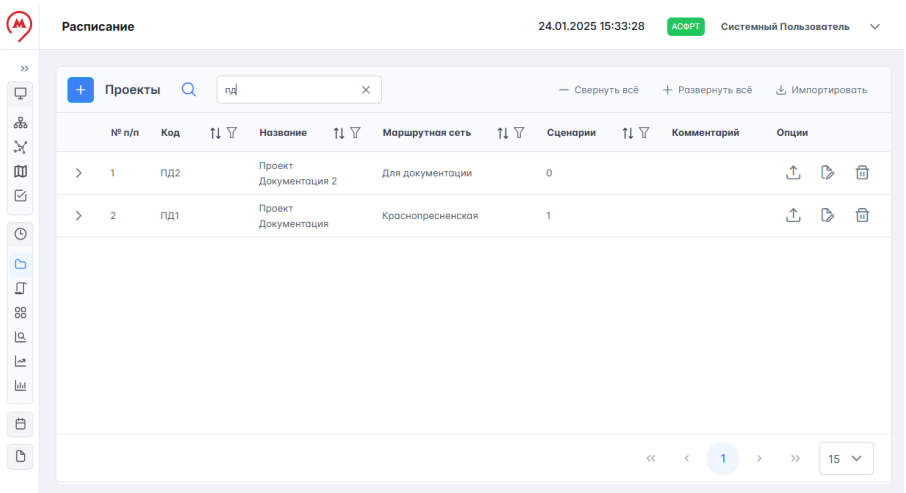

Рисунок 149 – Поиск на странице "Проекты"
Для выполнения поиска необходимо нажать на 🔍, справа от него отобразится поле поиска (рисунок 149), в котором необходимо ввести искомое значение. Записи проектов, удовлетворяющие условиям поиска, автоматически отобразятся в таблице данных.
1. В таблице данных в столбце "Опции" для требуемого проекта нажать на , справа от таблицы данных откроется окно редактирования проекта (рисунок 149).